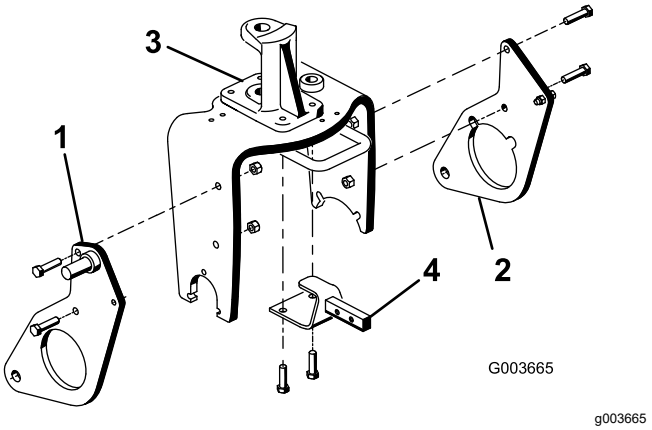

Figura 12
1. Montați lejer placa de plug dreapta în partea dreaptă a furcii de roată cu 2 șuruburi (½ × 2") și contrapiulițe așa cum se arată în Figura 12.
2. Repetați procedura cu placa de plug stânga (Figura 12).
4. Îndepărtați și eliminați cele 2 șuruburi care fixează partea din față a pivotului de direcție la partea de sus a furcii de roată (Figura 12).
5. Folosind furca de roată și orificiile de montare a pivotului de direcție, montați suportul cadrului de cuplare pe partea inferioară a furcii de roată cu 2 șuruburi (½ × 1-¾"); consultați Figura 12.